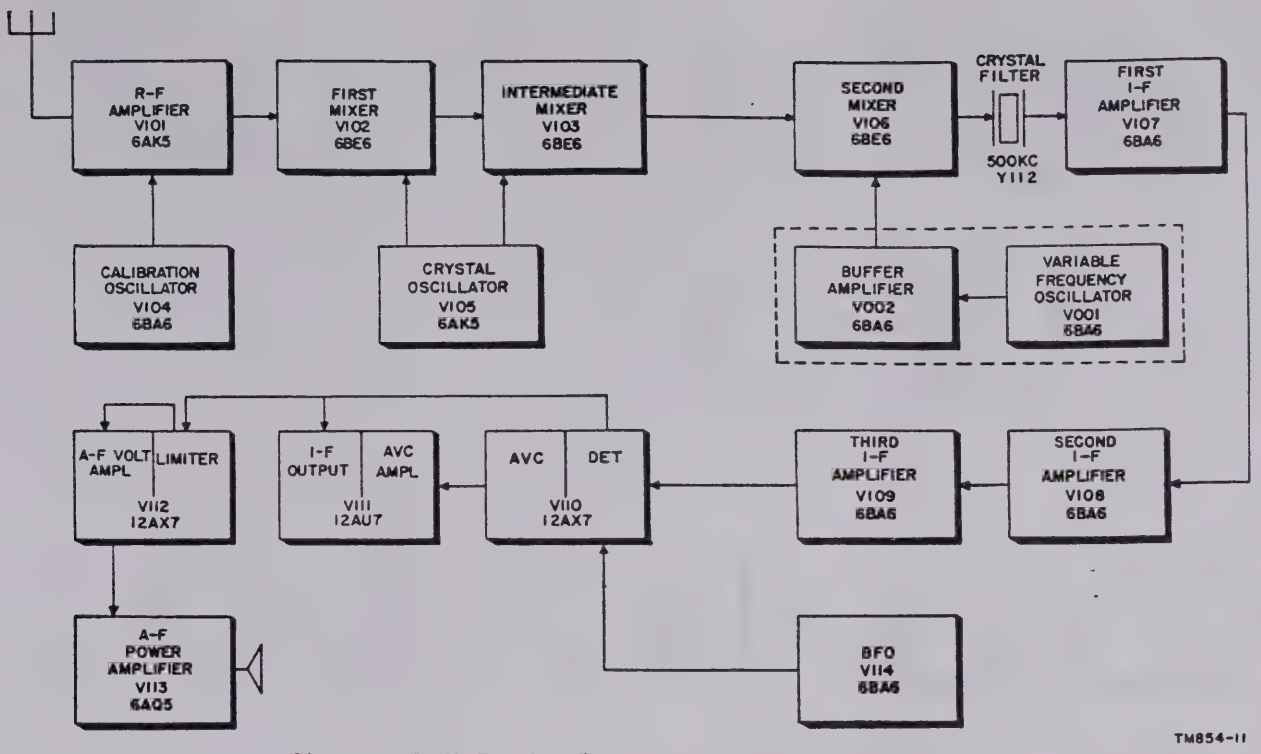

Figure 11. Radio Receiver R–388/URR, over-all block diagram.
c. When an incoming signal on bands 4 to 30 (3.5- to 30.5-mc) is mixed with the predetermined frequency of the crystal oscillator, V105, the first mixer output frequency (fig. 12) will always be either in the 2.5- to 1.5- or the 3.5- to 2.5-mc range, depending on the variable i-f switch which selects the 2.5- to 1.5-mc pass for the even-numbered bands and the 3.5- to 2.5-mc pass for the odd-numbered bands. The signal then is fed to the second mixer, V106, and beat with a calibrated variable-frequency oscillator signal (V001, V002) to produce an i-f output frequency of 500 kc. This 500-kc output then is fed through a crystal filtering network, Y112. From then on the equipment follows a conventional pattern, with three stages of i-f amplification (V107, V108, and V109); an avc detector section, V110; beat-frequency oscillator V114; avc amplifier and i-f output V111; noise limited and a-f voltage amplifier V112; and audio power amplifier V113 sections (fig. 11).
d. The only exceptions to the procedures as outlined above are tuning steps 1, 2, and 3. Tuning step 1 uses an intermediate mixer, V103, between the first and second mixers as described above. The 4-mc crystal selected by switch S109 (fig. 42) will produce a crystal oscillator (V105) output signal of 12 mc (third harmonic) for the first mixer. The first mixer, V102, output to the intermediate mixer, V103, then will be in the order of 11.5 mc to 10.5 mc. At the same time, by means of split plate-tank-coil tuning, crystal oscillator V105 also will feed to the intermediate mixer, an 8-mc signal (second harmonic of 4 mc) which, when beat with the 11.5-mc to 10.5-mc input signal will cause the intermediate mixer to produce a signal in the 3.5- to 2.5-mc range. This signal then is applied to the second mixer, V106, where it is beat with the 3- to 2-mc output of the vfo (variable-frequency oscillator) to obtain an intermediate frequency of 500 kc (fig. 11). Since bands 2 and 3 correspond to the input frequencies of the second mixer (2.5- to 1.5- and 3.5- to 2.5-mc), incoming signals on these bands are fed directly from the r-f amplifier to the second mixer, V106.
The h-f oscillator, V105, type 6AK5, is a modified Pierce oscillator using 10 frequency-controlling crystals, each so selected that when its fundamental or harmonic signal is beat with the signal voltage in the first mixer, V102, it will produce in the mixer a usable output frequency between 2.5 and 1.5 mc or 3.5 and 2.5 mc on all tuning steps except steps 1, 2, and 3. On tuning step 1, the h-f oscillator produces a 12-mc signal for introduction to the first mixer, V102, and an 8-mc signal for introduction to the intermediate mixer, V103 (figs. 11 and 12). The h-f oscillator, V105, is not used in tuning steps 2 and 3, the signal on these steps being fed directly from the r-f amplifier to the second mixer, V106, through the variable i-f coils.